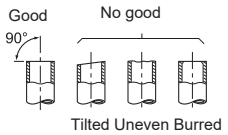
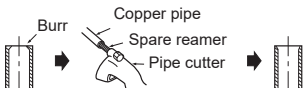

Fig. 2
Fig. 3
- If the drain hose provided with the indoor unit is too short, connect it with drain hose (J) that should be provided at your site. (Fig. 2)
- Use tape or some other material to seal the connection between the product's drain hose and extension drain hose (16 mm inner diameter) (J).
- When connecting the drain hose to the hard vinyl chloride pipe, be sure to insert it securely into the pipe. (Fig. 3)
2) Completely remove all burrs from the cut cross section of pipe. (Fig. 3)